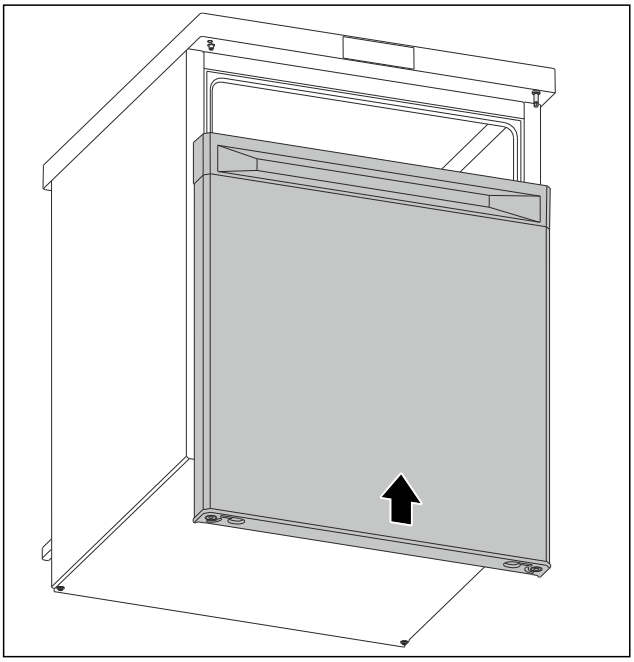

Fig. 15
- ▶ Надвиньте дверь в закрытом состоянии на верхний болт. (см. Fig. 15)